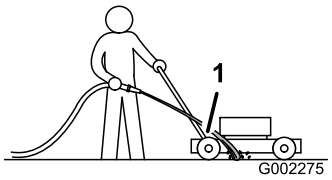

Figura 43
3. Tenete il flessibile da giardino all'altezza della maniglia e indirizzate il getto per terra, davanti alla ruota posteriore destra (Figura 43).